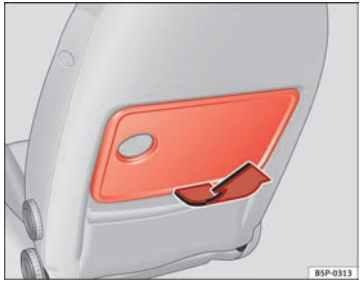

Fig. 102 Tavolinetto ripiegabile del sedile anteriore sinistro
– Per aprirlo, sollevare il tavolinetto come da freccia ⇒ fig. 102.